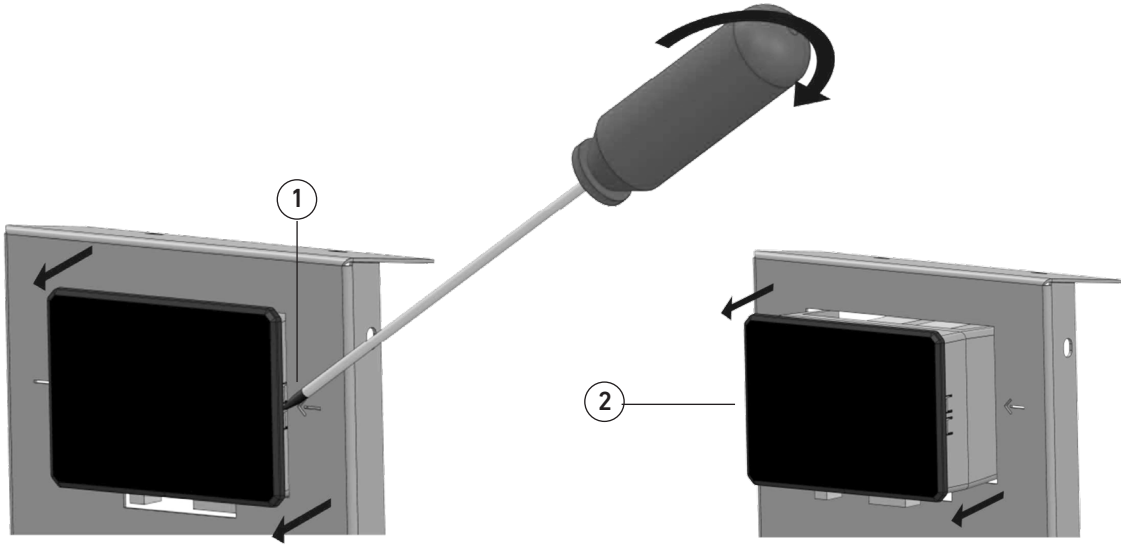

fig. 20
- Tourner légèrement le tournevis vers la tôle et appuyer doucement dans le sens de la flèche pour dégager les dents de fixation de la centrale (Fig. 20, détail 1) et l'extraire de son logement (fig. 20 détail 2) ;
- Retirer la centrale et enlever les fiches de connexion (fig. 20, détail 2).